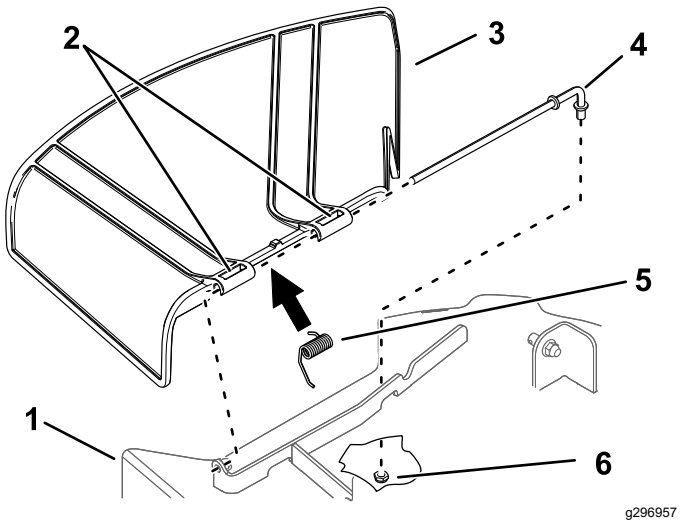

Rysunek 78
1. Odkręć nakrętkę (⅜ cala) ze sworznia od spodu kosiarki (Rysunek 78).
2. Wysuń sworzeń ze wspornika podwozia, sprężyny i deflektora trawy (Rysunek 78).
4. Zamontuj nowy deflektor trawy (Rysunek 78).
7. Wsuń sworzeń przez drugi zawias deflektora trawy (Rysunek 78).
9. Zamocuj tylny koniec sworznia do kosiarki za pomocą nakrętki (⅜ cala) w sposób pokazany na Rysunek 78.